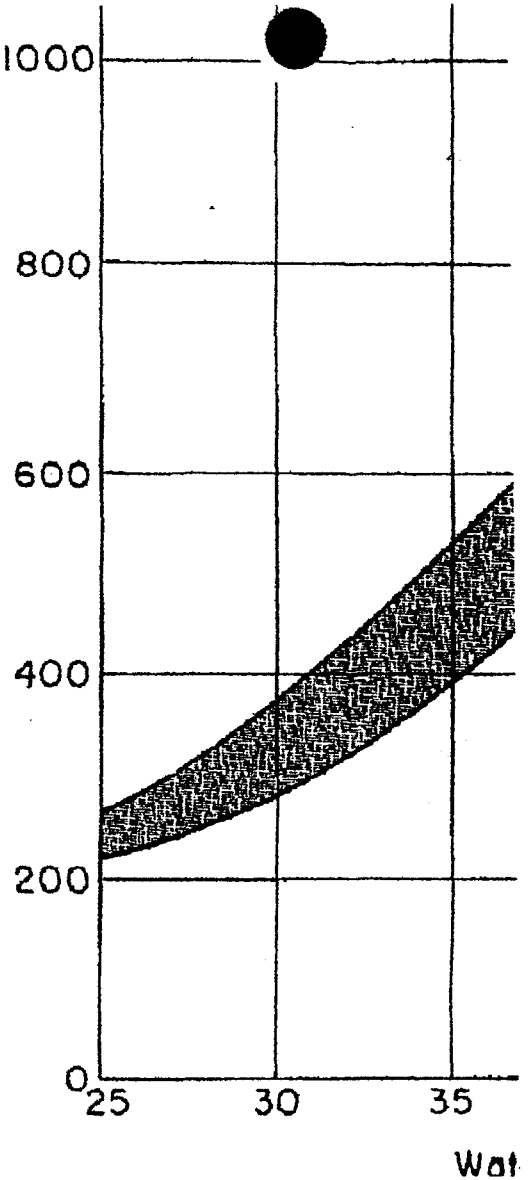

**Fig. 13-9. Relationship o shrinkage. A large numbe tions is represented with Drying shrinkage increa tents. 1 gal = 8.34 lb of wa**
The most important controllable factor affecting shrinkage is the amount of water per unit volume of concrete. The results of tests illustrating the water content-shrinkage relationship are shown in Fig. 13-9. Shrinkage can be minimized by keeping the water
**Fig. 13-9. Relationship of total water content and drying shrinkage. A large number of mixtures with various proportions is represented within the area of the band curves. Drying shrinkage increases with increasing water contents. 1 gal = 8.34 lb of water.**